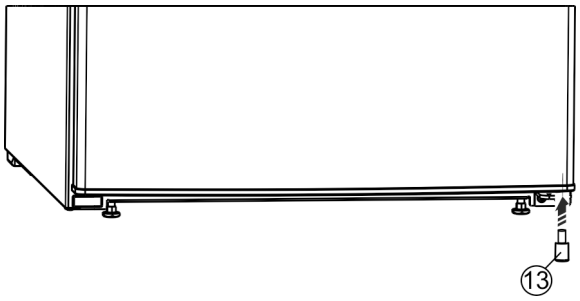

Fig. 9
▶ Remontați distanțierul *Fig. 9 (13)* în partea inferioară dreaptă a ușii, deoarece este important pentru stabilitatea aparatului.